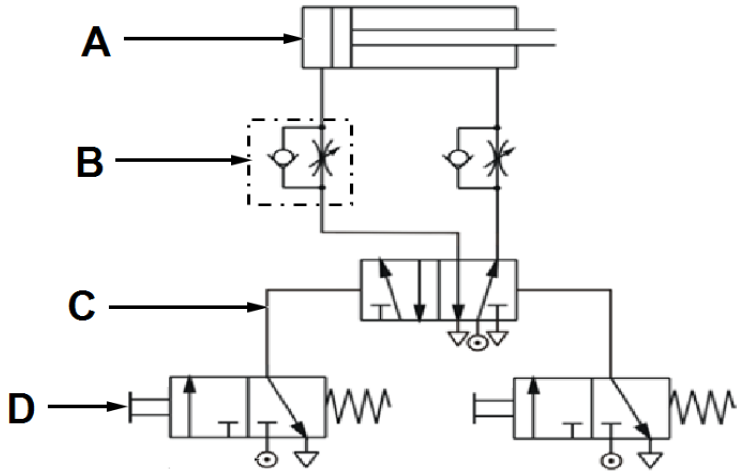

FIGURE 3
10.6 FIGURE 3 below shows a circuit diagram of a pneumatic system.